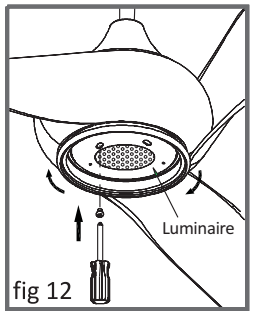

fig 12
4) En Pointant les vis vers les trous du kit lumière poussez en haut et tournez dans le sens horaires d'une (Figure 12)
5) Réglez la première vis dans le trou et serrer toutes les vis fermement (fig.12)